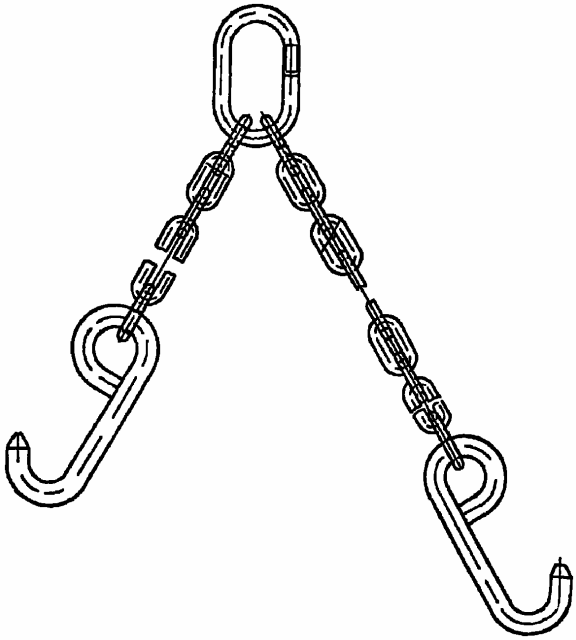

Рис. 1. Устройство грузозахватное 8СП-356 00 000
3.1. Устройство грузозахватное 8СП-356 00 000 (рис. 1).